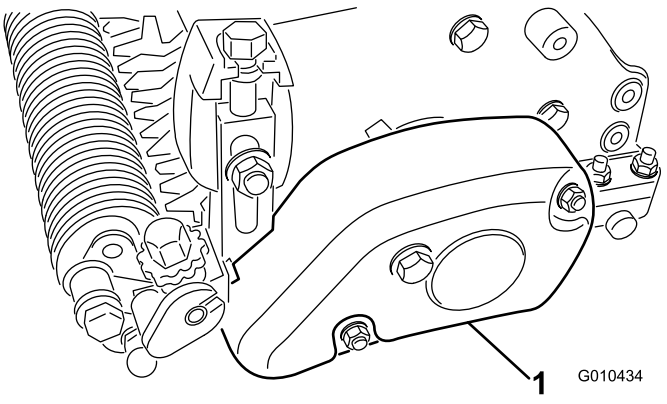

Figur 20
3. Montera remkåpan på trimsatshuset med hjälp av två låsmuttrar (M8) i enlighet med Figur 20.